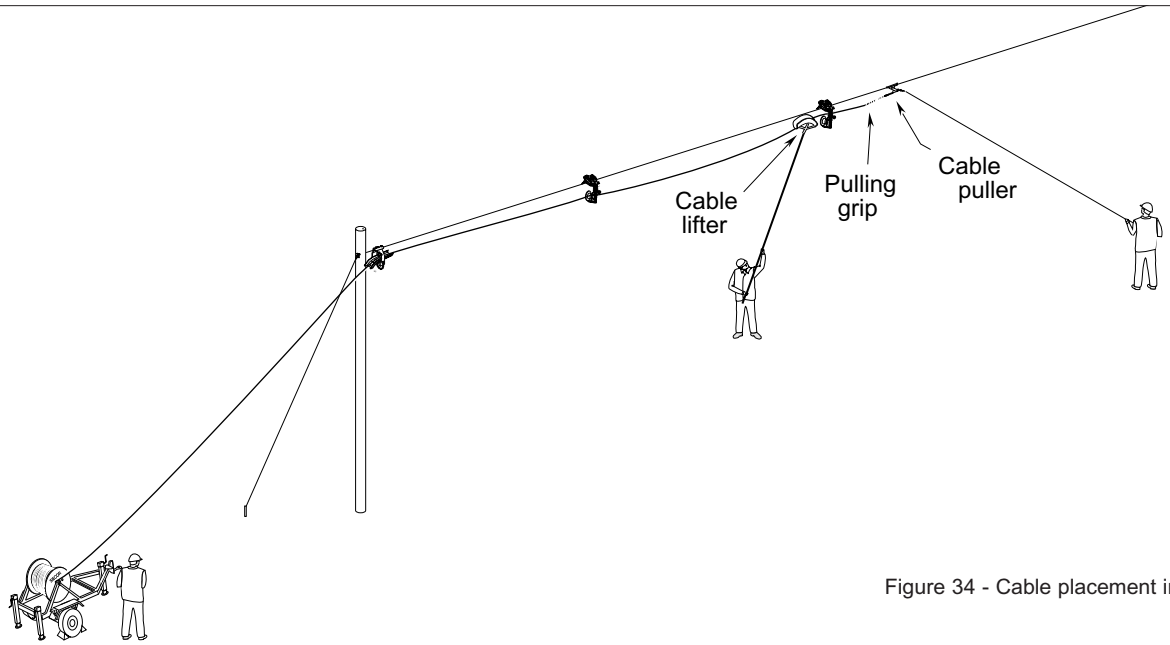

Figure 34 - Cable placement in a block
7.20 Continue pulling the cable until the cable end has gone approximately 25 to 30 feet (7.6 to 9 m) past the first cable block location. When you relax the pulling force, the cable puller's brake should lock onto the strand. Lift and secure a block onto the strand, and then use a cable lifter to place the cable onto the cable block's roller (Figure 34).